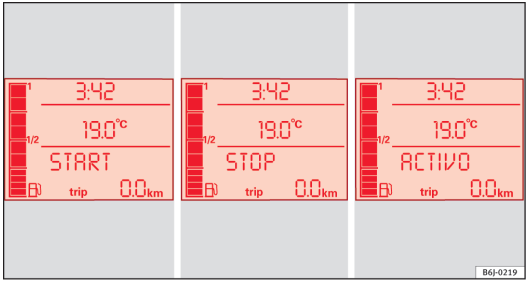

Fig. 101 Display on the instrument panel during Start-Stop function operation.
– The instrument panel screen displays information about the status of the Start-Stop function ⇒ fig. 101. ▶